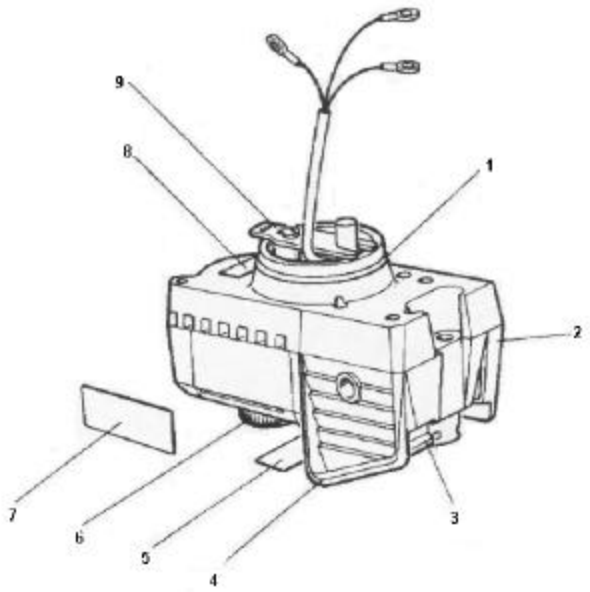

Figure 5-7 MF10-03-01 Regulator
The regulator sub-assembly (see figure 5-7) is provided with three red manual controls. On the right side, the inflation control plate (2) actuating a by-pass valve which inflates (when pressed) or deflates (when released) the harness. On the left side, the dilution plate assembly (4) composed of a “N - 100%” spring loaded rocker (3) which maintains a valve in open (“N” - normal oxygen) or closed (100% - oxygen) position.